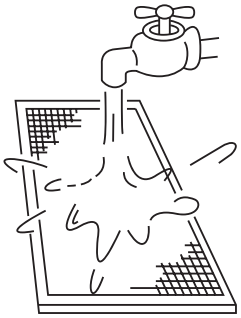

Рис. 6-4
- используя проточную воду, располагайте фильтр лицевой стороной вниз (см. *рис. 6-4*).